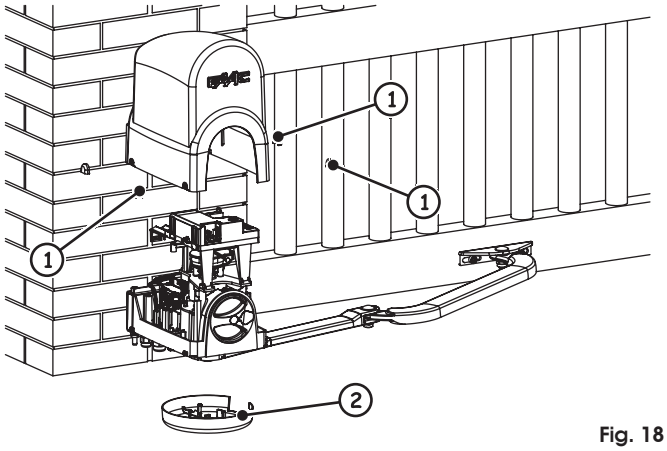

Fig. 18
- Die obere Schutzabdeckung wieder einsetzen, die Befestigungsschrauben anziehen und die vier Verschlüsse positionieren, Abb. 18, Bez. ①.
- Die untere Abdeckung entsprechend den Angaben in Abb. 18, Bez. ② positionieren.